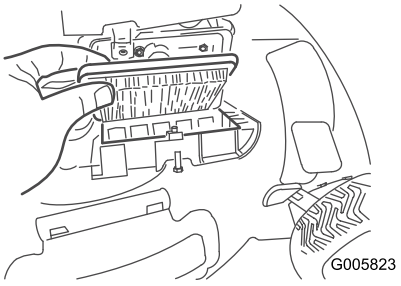

Figur 21
2. Udskift luftfilteret (Figur 21).